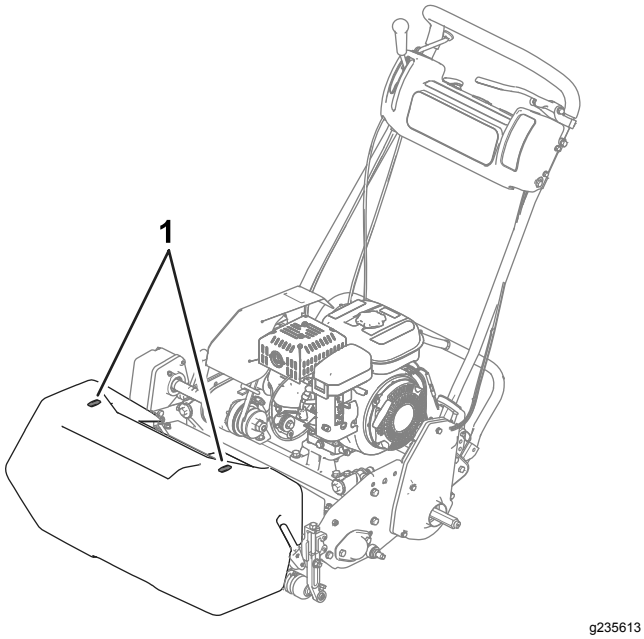

Figuur 22
- Om ervoor te zorgen dat u de greens in een rechte lijn maait en de machine op een gelijke afstand van de rand van de vorige maaibaan blijft, moet u de markeringsstrepen op de mand gebruiken (Figuur 22).